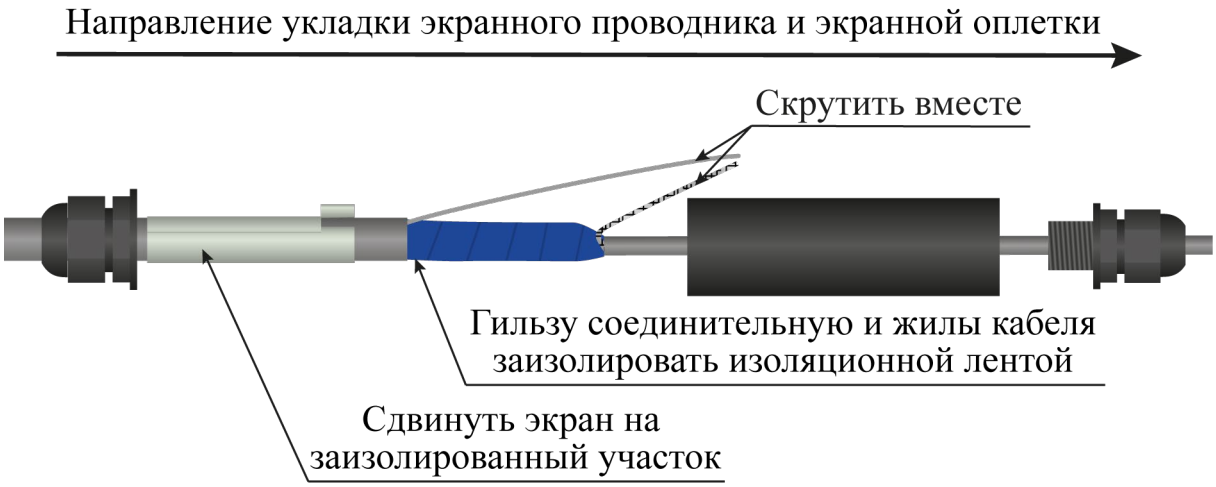

Рисунок 4.28
– гильзу соединительную и жилы кабеля ТППэп заизолировать изоляционной лентой (рисунок 4.28);
– экранный проводник кабеля ТППэп направить вдоль гильзы и скрутить с экраном кабеля РК (рисунок 4.28);
– сдвинуть экран муфты переходной на место соединения кабеля ТППэп и кабеля РК (рисунок 4.28);